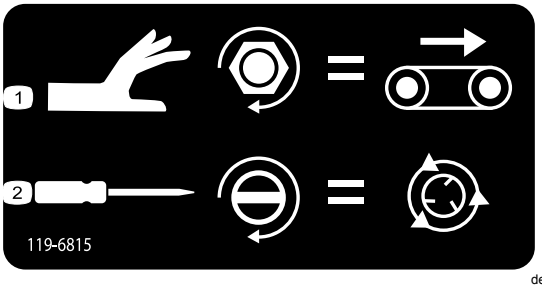

Figuur 44
- Om de snelheid van de lopende band aan te passen (Figuur 44), draait u de knop rechtsom. Bij het kleurgecodeerde bedieningssysteem wordt de maximale snelheid van de loopband gebruikt, daarom kan deze aanpassing worden verricht zonder dat er hydraulische stroming aanwezig is. Dit is met name relevant als de hopper vol zand zit.
- Gebruik een schroevendraaier (Figuur 44) met een platte kop om de spinnersnelheid aan te passen. Draai rechtsom om de snelheid te doen toenemen en linksom om de snelheid te doen afnemen.